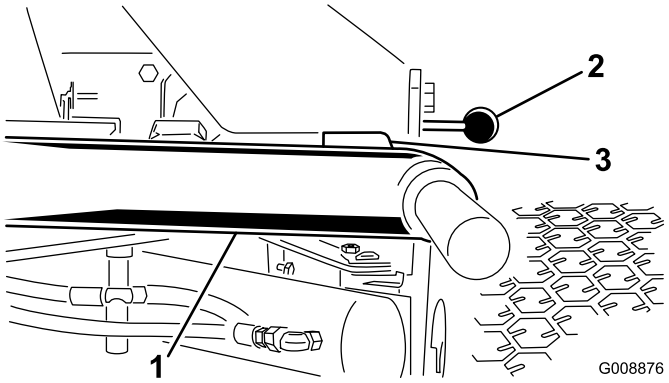

Figur 10
1. Starta motorn, höj klippenheterna och kontrollera att spelet mellan varje lyftarm och golvplattans fäste är 5–8 mm (Figur 10).